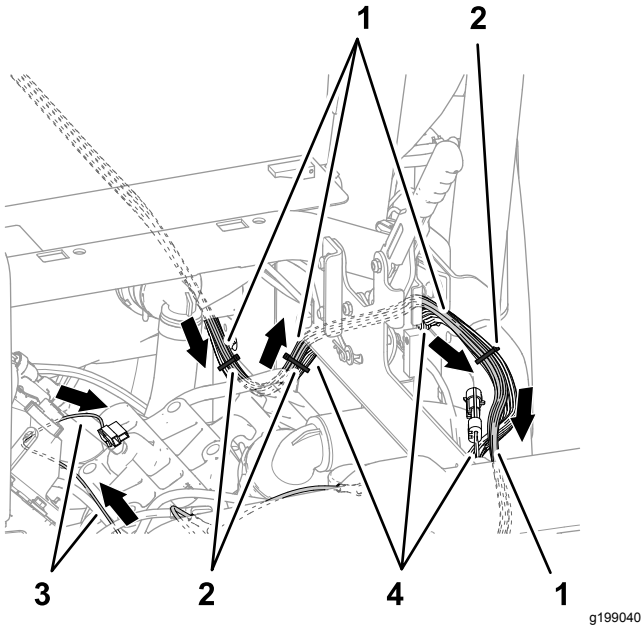
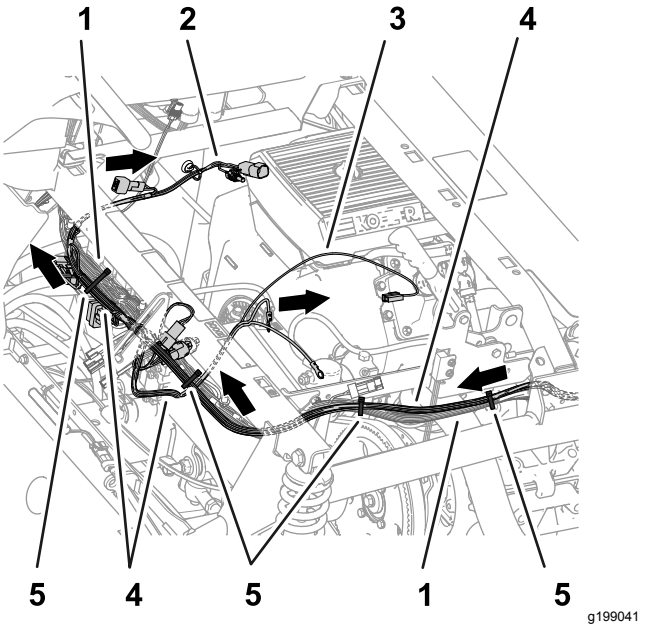

Figur 81
Figur 82
4. Før den 84 cm lange, den 60 cm lange og 66 cm lange ledningssatsforgreningen av settets ledningssats langs maskinledningssatsen, utenfor parkeringsbremseenheten (Figur 81).
5. Før den 84 cm lange, den 60 cm lange og 66 cm lange ledningssatsforgreningen av settets ledningssats på tvers av støtdemperrøret, som vist i Figur 82.
6. Fest settets ledningssats til maskinledningssatsen, som vist i Figur 80, Figur 81 og Figur 82.